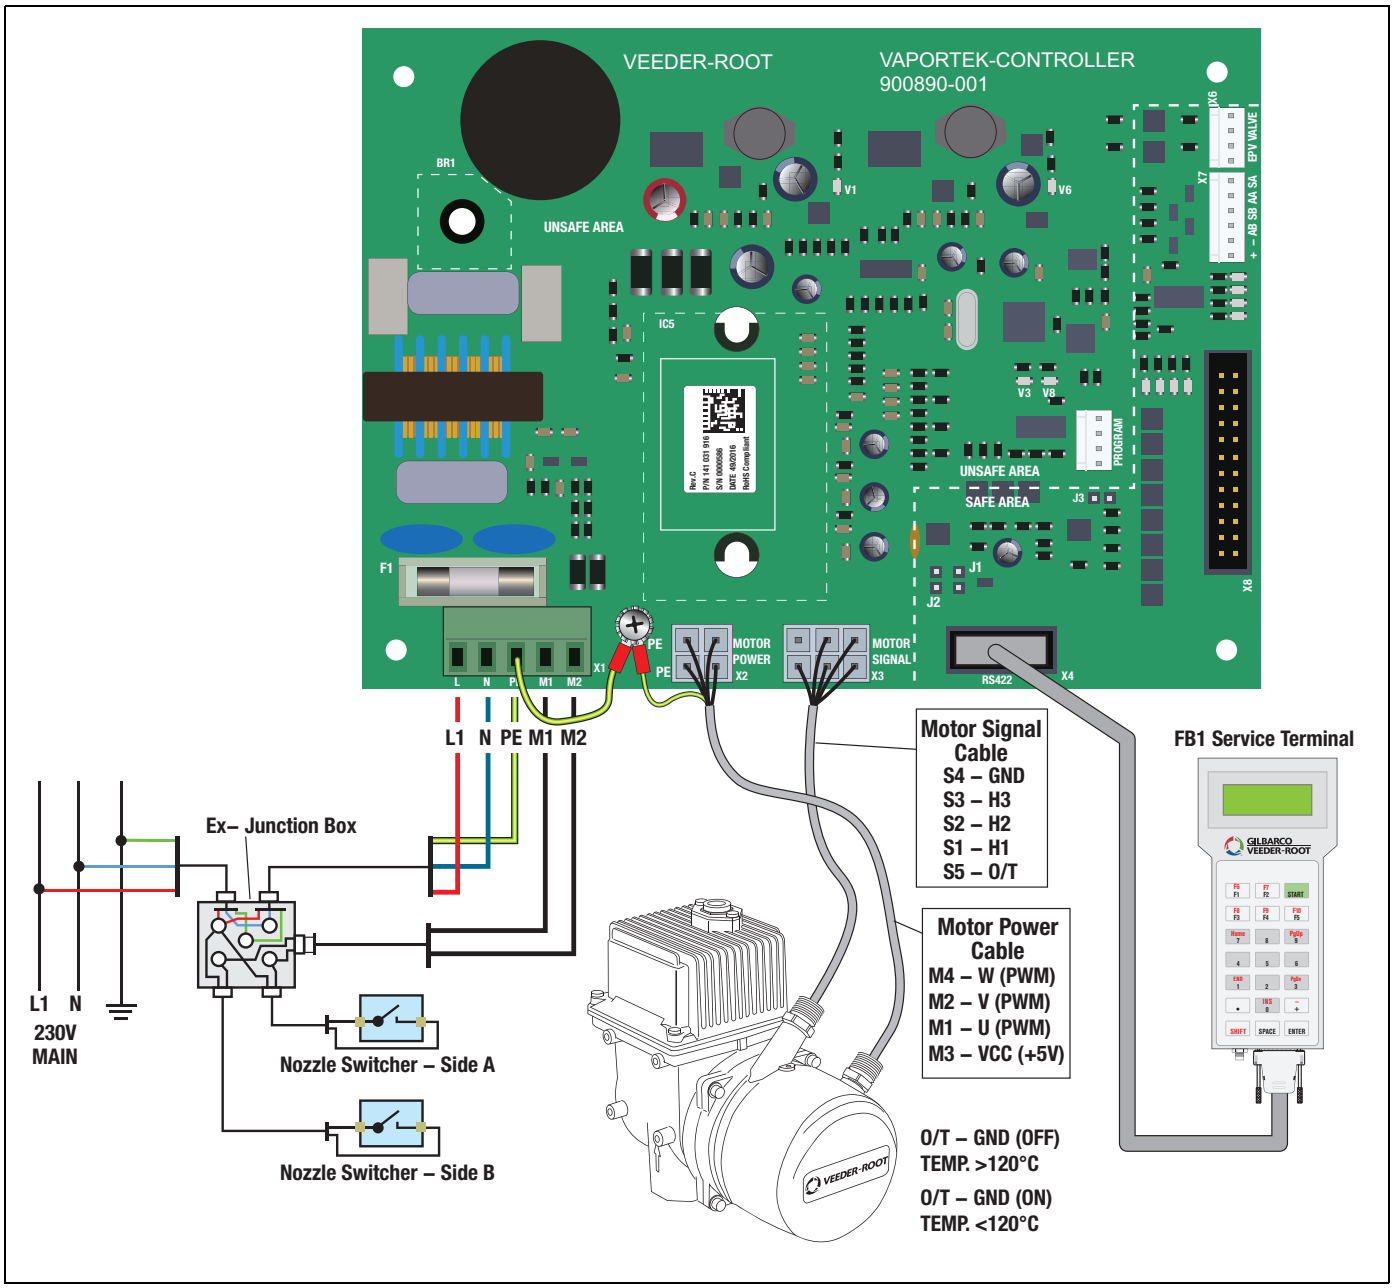

Figure 15. VaporTEK System - High Voltage Hook Signal Input
2. VaporTEK with High Voltage Hook Signal (see Figure 15)